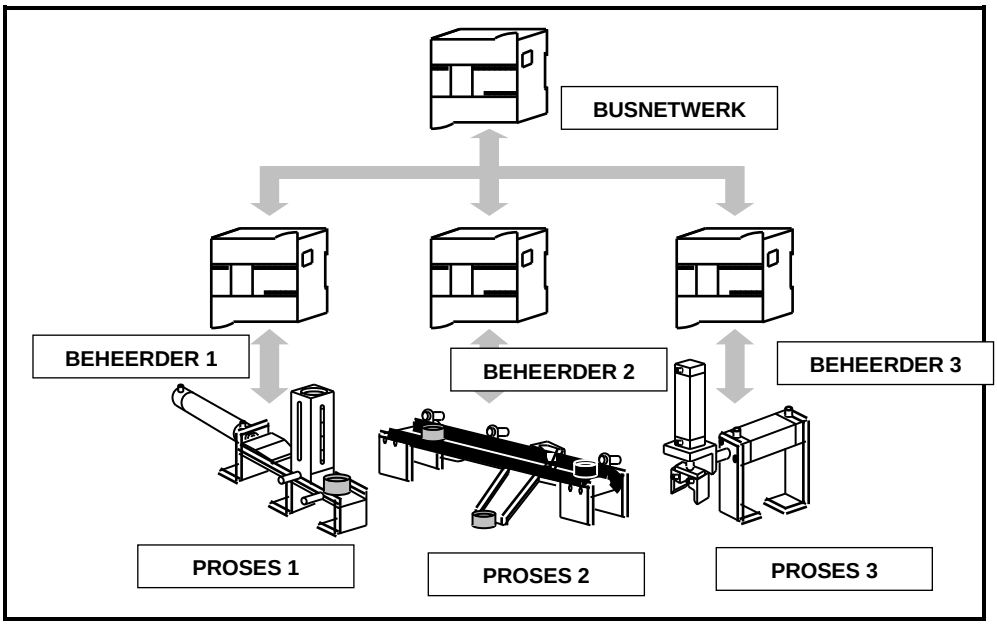

FIGUUR 1 (1)
1.1.1 Noem die vorm van kontrole-organisasie wat in FIGUUR 1 getoon word.
2.3 Noem DRIE moontlike BUSSTELSELS wat jy bestudeer het wat in die beheervlakke van 'n geoutomatiseerde fabriek in FIGUUR 1 gebruik kan word. (3)